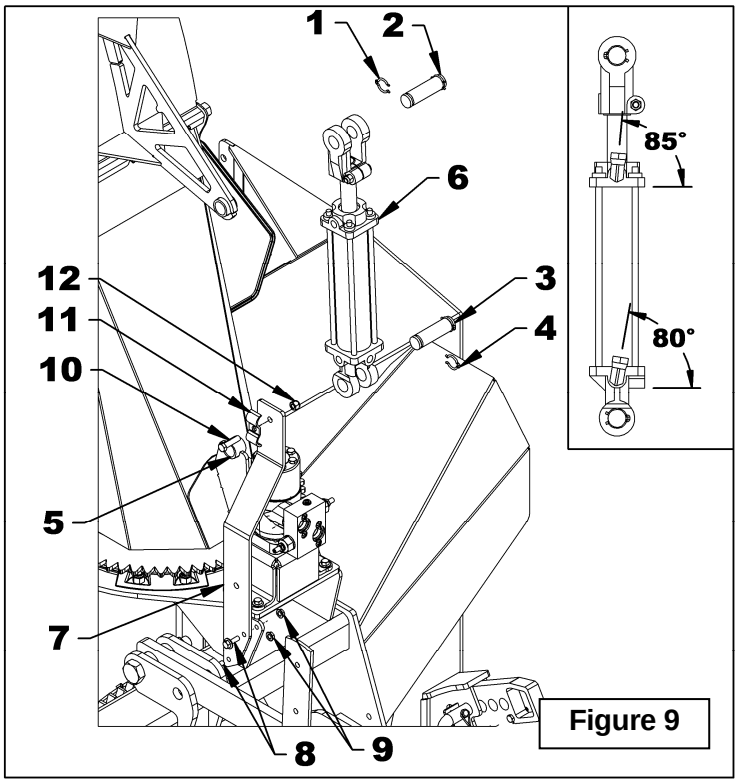

Figure 9
23. **Figure 9:** Retirer un anneau de retenue (items 1-4) de chaque goupille (items 2-3) du cylindre et retirer les goupilles. Placer les sorties hydrauliques dans la position illustrée sur la figure et attacher la base du cylindre (item 6) à la base de la chute (item 5) et la section coulissante du cylindre au déflecteur avec les goupilles et les anneaux de retenue (items 1-2-3-4).
24. **Figure 9:** Installer les bouts mâles des deux coudes limiteurs de débit sur les ports du cylindre, en pointant les sorties vers le haut et à l'angle indiqué sur la figure.
27. **Figure 9:** Installer le support de boyau (item 7) à l'aide de deux boulons hex à bride rainuré 5/16"NC x 1" et écrous à bride rainuré 5/16"NC (items 8-9).
28. **Figure 9:** Fixer la crampe à boyau (item 11) avec un boulon 3/8"NC x 1 1/2" et écrou 3/8"NC (items 10 & 12). Ne pas serrer.